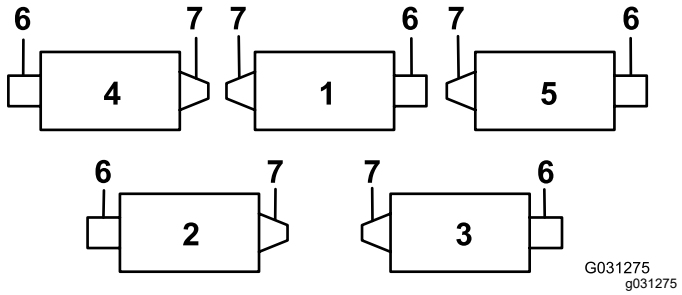
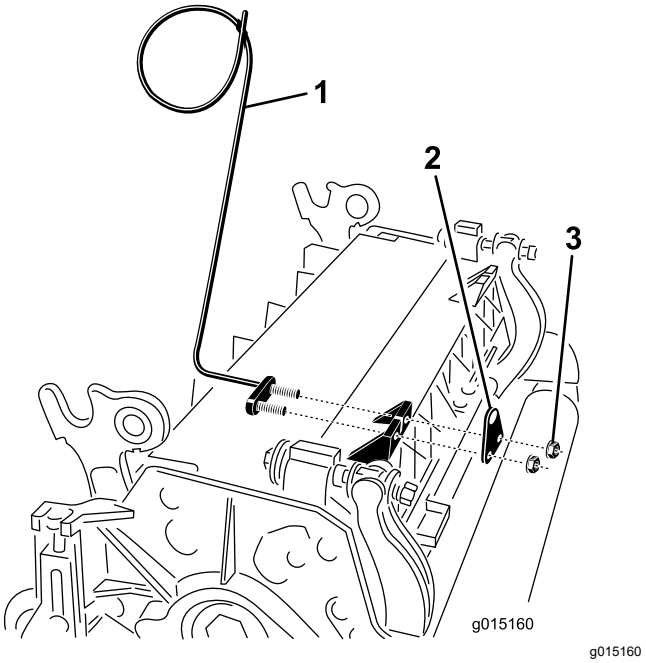
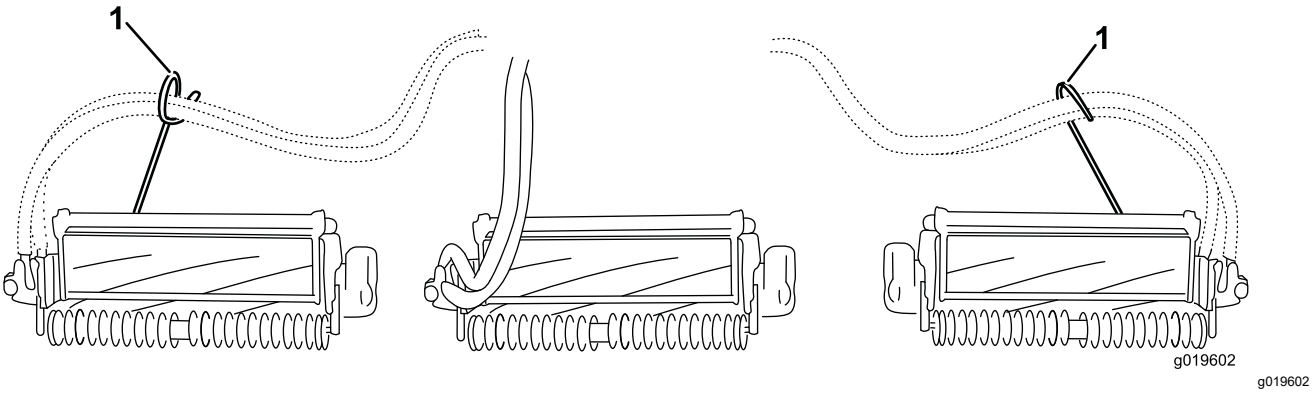

Figuur 6
Figuur 7
Figuur 8
7. Gebruik op maaidek 4 (links vooraan) en maaidek 5 (rechts vooraan) de montagemoeren van de stangbeugel om de slanggeleiders vooraan op de lipjes van de maaidekken te monteren. De slanggeleiders moeten naar het middelste maaidek zijn gericht (Figuur 6, Figuur 7, Figuur 8).